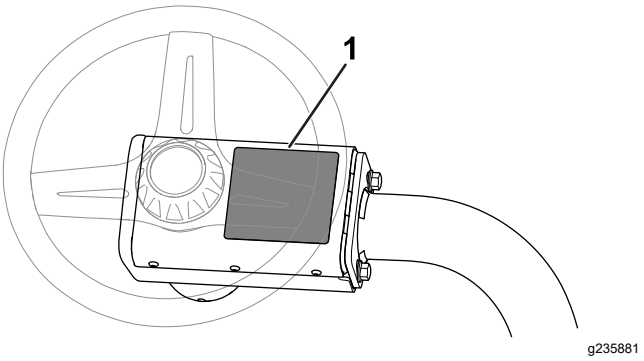

Figura 9
- Coloque la pegatina de advertencia CE (Pieza N° 136-8505) sobre la pegatina de advertencia existente (Pieza N° 136-8506). La Figura 9 muestra la ubicación de la pegatina de advertencia.